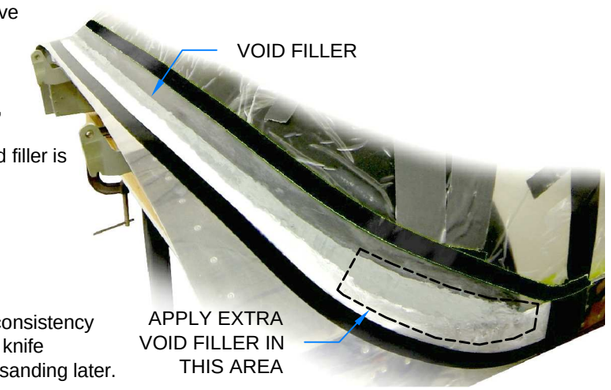
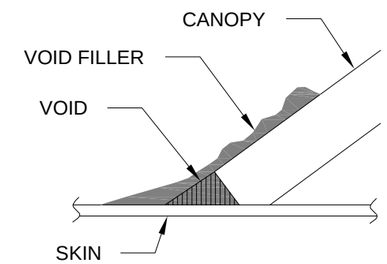
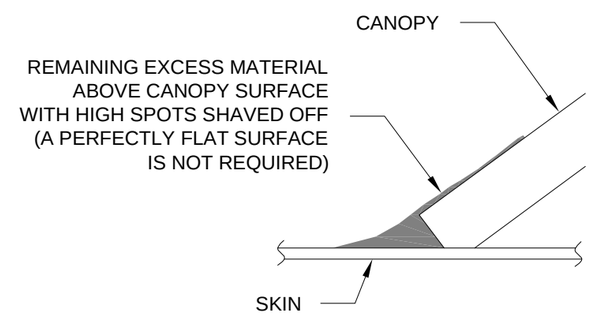

FIGURE 4: APPLY VOID FILLER
FIGURE 5: APPLY VOID FILLER
FIGURE 6: SHAVE HIGH SPOTS
Step 15: In the areas shown in Figure 4 and Figure 5, squeeze the void filler out of the bag into the void between the canopy and skin. A larger amount of void filler is necessary in the area noted in Figure 4. Excess void filler on the canopy and skin will be removed later
Step 16: Use a craft stick to smooth and push the void filler into the void. See Figure 5.
Step 17: When the void filler has cured to a rubbery consistency (still able to be marked with a fingernail), use a sharp knife to shave off any high spots. This will save time while sanding later. See Figure 5 and Figure 6.